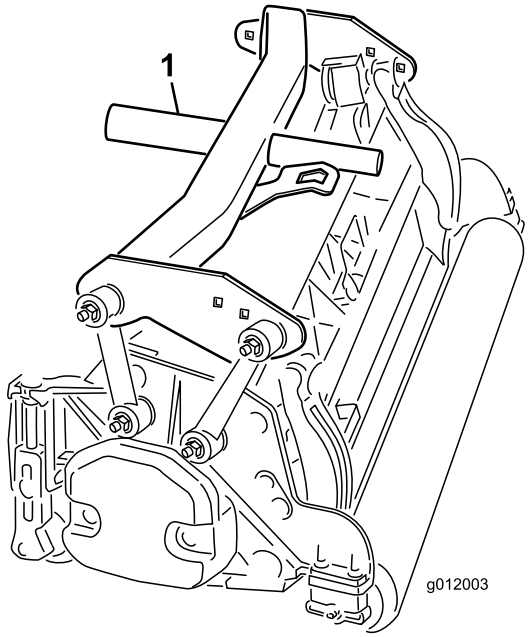

Figur 18
4. Placer den bageste bæreramme (Figur 18) på den bageste klippeenhed.